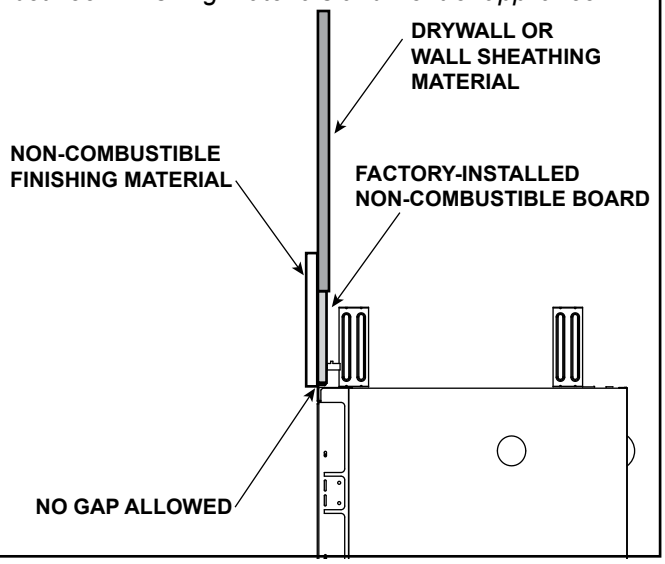

Figure 10.1 Finishing Material Installed
- Seal gaps between the finished wall and appliance top and sides using a 300 ºF minimum sealant. Refer to Figure 10.1 and Figure 10.2.
- Finishing materials must be installed with no gaps in order to prevent the escape of heat between the finishing material and the wall. See Figure 10.1.
1. **Step 1:** Fill all gaps and joints between the non-combustible board pieces and the drywall with a general purpose chemically setting joint compound such as Durabond® 45 Joint Compound manufactured by USG (Sheetrock® brand), recommended by Hearth & Home Technologies. Use a drywall knife to firmly press the joint compound into all gaps. See Figure 10.1. Allow these joints to dry.